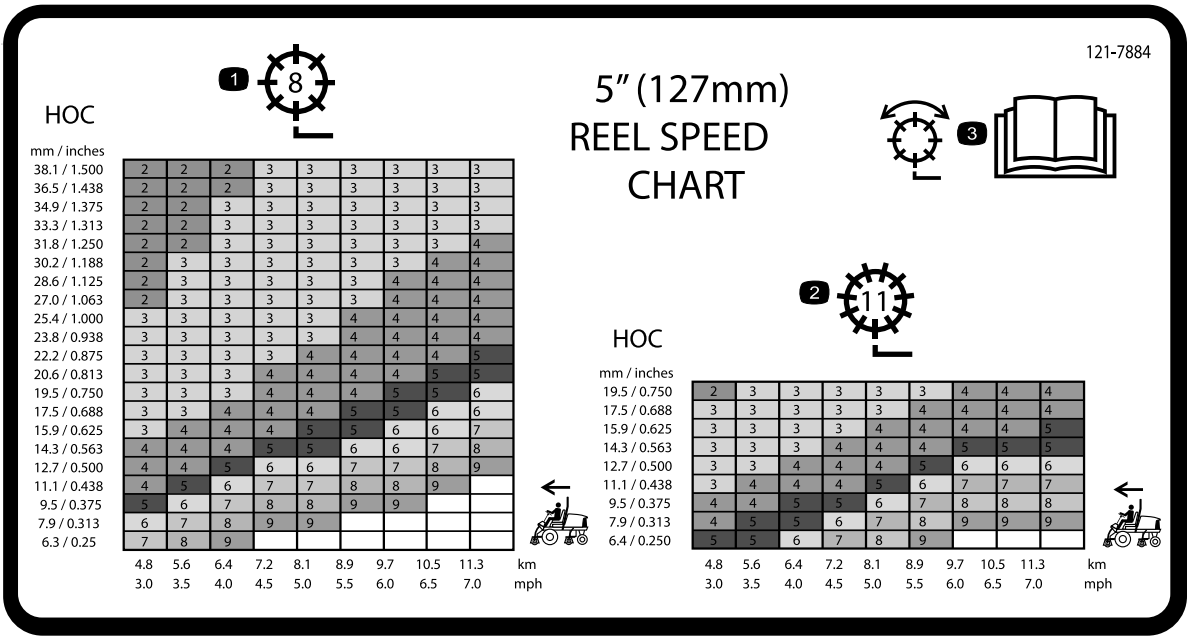
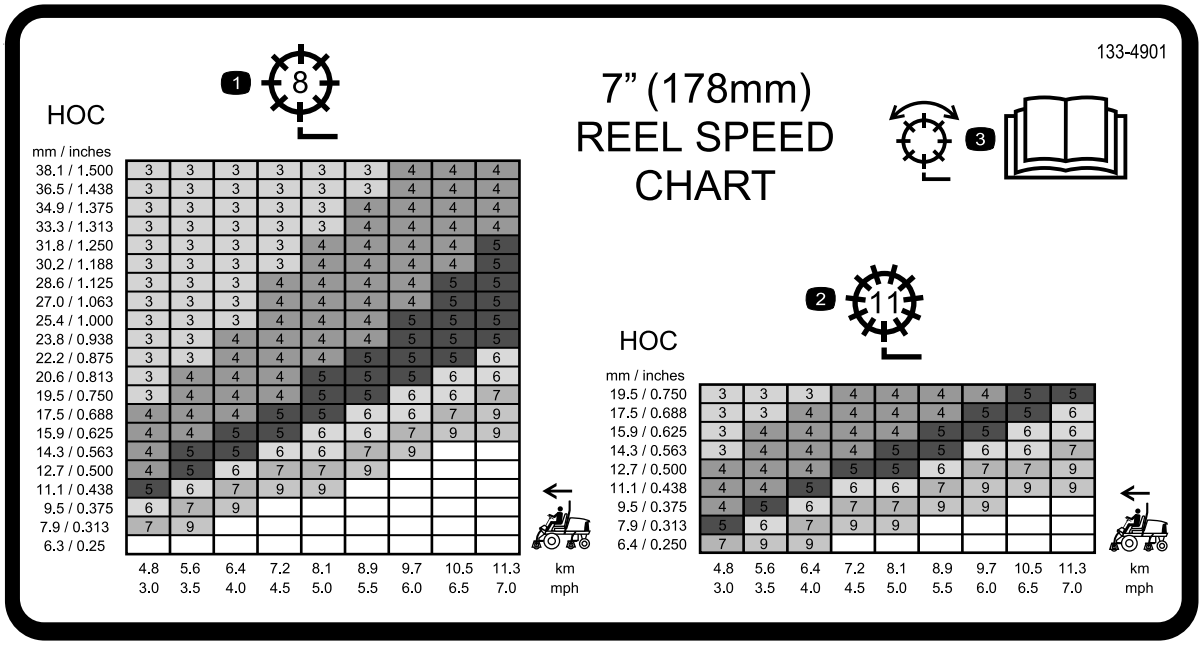

Figur 40
Figur 41
3. Brug oversigten over knivcylindernes hastighed på mærkaterne (Figur 40 og Figur 41) for at finde den rigtige knivcylinderindstilling.